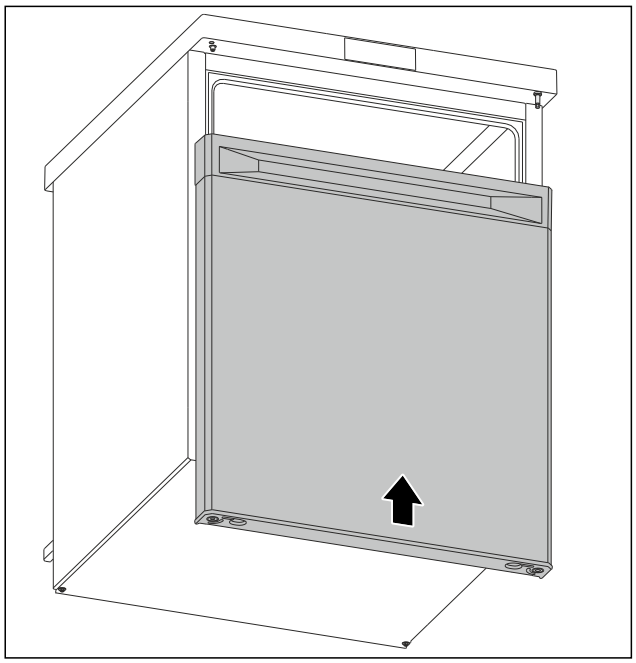

Fig. 13
- ▶ Uzbīdiet durvis aizvērtā stāvoklī uz augšējās tapas. (skat. Fig. 13)